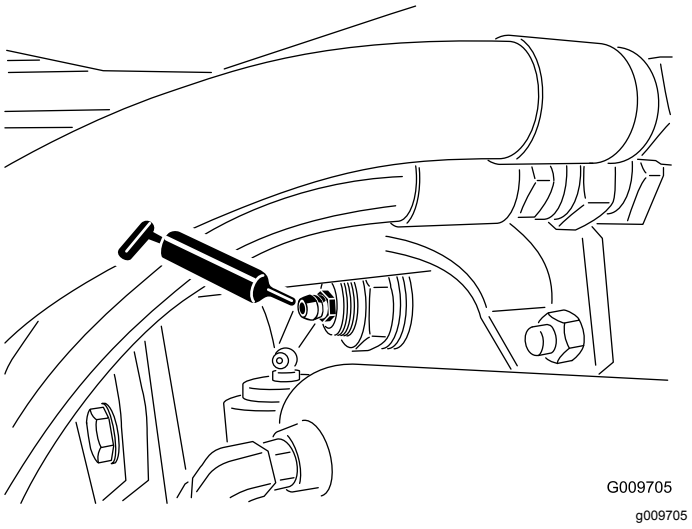

Rysunek 44
- Tuleje przegubów osi tylnej (2) (Rysunek 44)